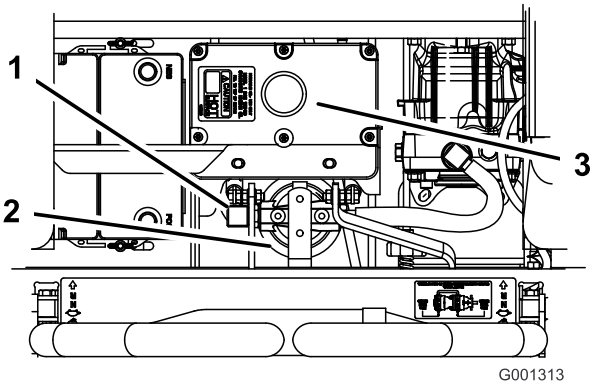

Figuur 71
4. Verwijder de rechter hydraulische leiding die naar het tussenstuk gaat (Figuur 71).
6. Monteer de rechter hydraulische leiding op het tussenstuk (Figuur 71).